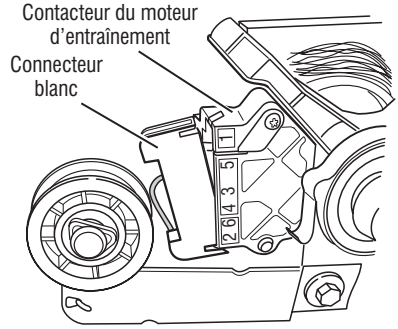

Figure 8 - Débrancher le connecteur blanc.
8. Débrancher le connecteur blanc du contacteur du moteur d'entraînement. Voir figure 8.